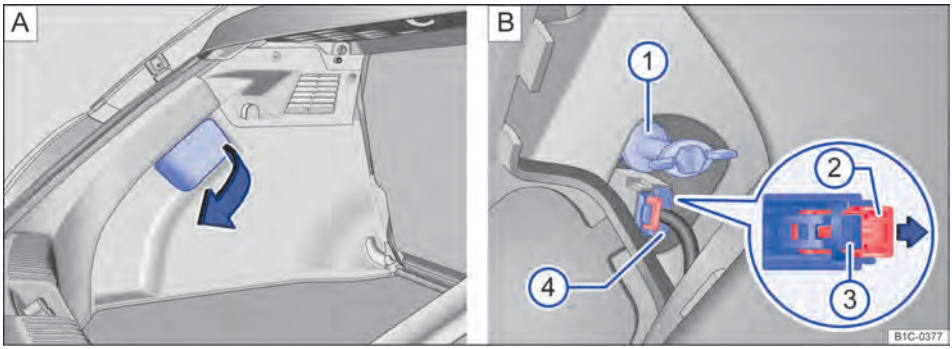

Fig. 184 A: abrir a cobertura do revestimento lateral traseiro no compartimento de bagagem. B: desinstalar a lanterna traseira.
4.	Abrir a abertura do revestimento lateral traseiro ⇒ Fig. 184 **A**.
5.	Puxar a trava vermelha ⇒ Fig. 184 **B** ② no sentido da seta para liberar o bloqueio do conector ⇒ Fig. 184 **B** ④.
6.	Pressionar o travamento do conector ⇒ Fig. 184 **B** ③ e retirar o conector ⇒ Fig. 184 **B** ④.
7.	Desaparafusar o parafuso de fixação da lanterna traseira ⇒ Fig. 184 **B** ① e retirar a lanterna cuidadosamente pra trás da traseira da carroceria.
13.	Segurar a lanterna traseira na posição de montagem com uma das mãos e rosquear o parafuso de fixação com a outra mão ⇒ Fig. 184 **B** ①.
15.	Colocar o conector ⇒ Fig. 184 **B** ④ no suporte das lâmpadas e pressionar a trava vermelha ⇒ Fig. 184 **B** ② no sentido contrário ao da seta.